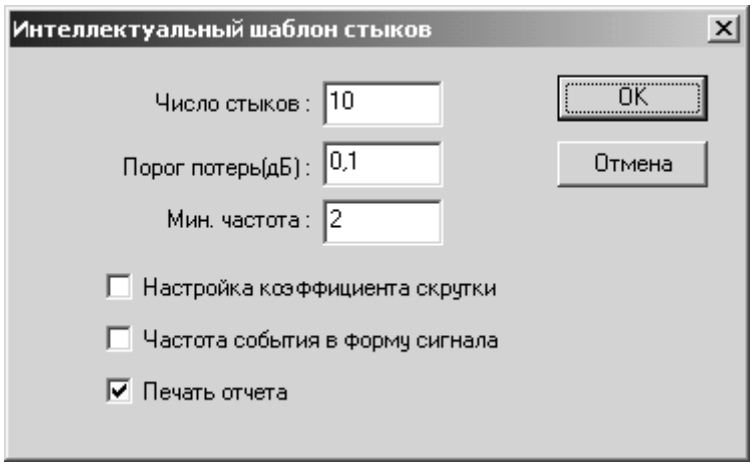

Рисунок 7-2: Диалоговое окно Интеллектуальный шаблон стыков
6. Выберите Трасса>Интеллектуальный шаблон стыков для отображения диалогового окна “Интеллектуальный шаблон стыков” (см. Рисунок 7-2).